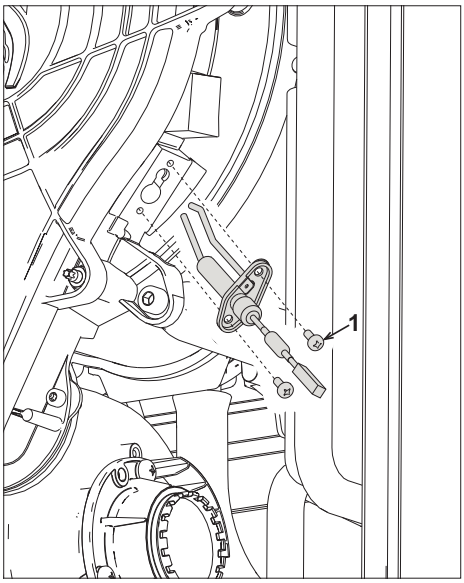

рис. 44
- Для очистки теплообменника рекомендуется снять электрод (см. рис. 44).